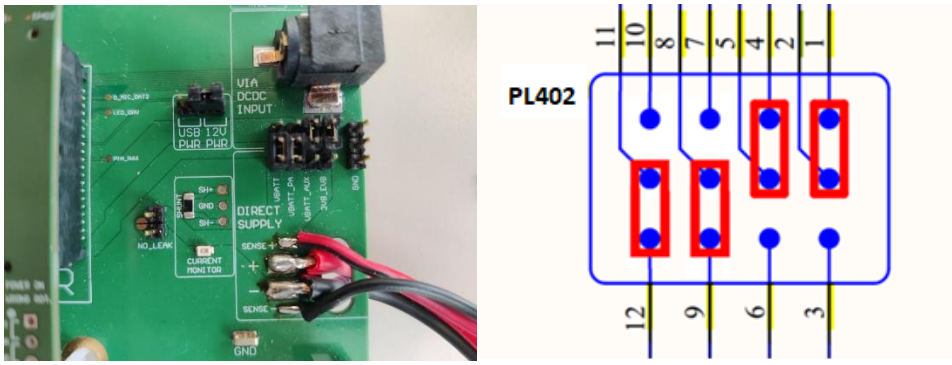

Figure 3: No LEAK jumper and PL402 power switch selector configuration
- Remove NO_LEAK jumper if present as shown in Figure 3: No LEAK jumper and PL402 power switch selector configuration
Configure the EVB DIRECT SUPPLY (PL402 of EVB) jumpers as in Figure 3: